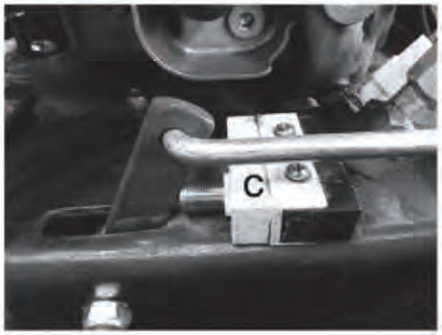

Figure 9
4. Check that safety switch "C" is firmly against blade bell crank, if not, repeat steps 2 and 3 until the plunger of switch C is firmly depressed against the blade bell crank. (see Figures 9 - 10)